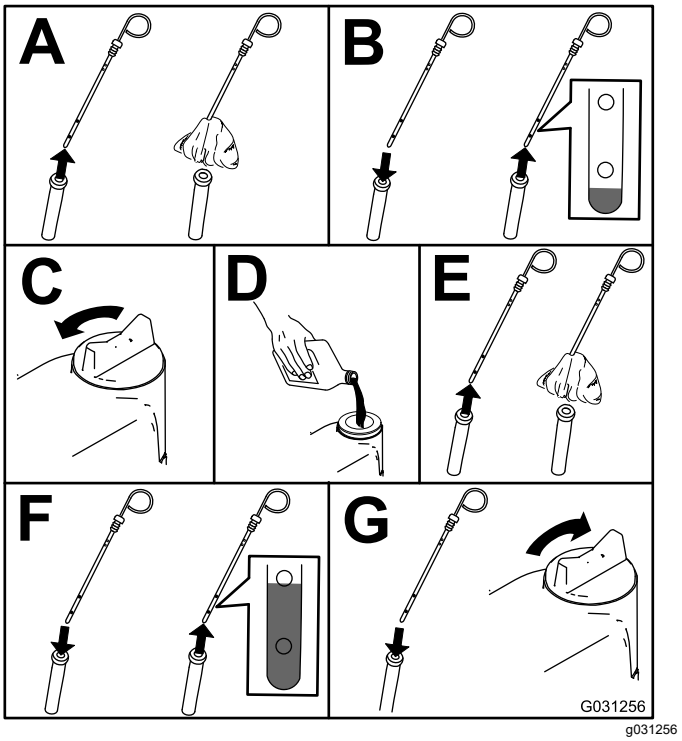

Figura 52
2. Compruebe el nivel de aceite del motor; consulte Figura 52.